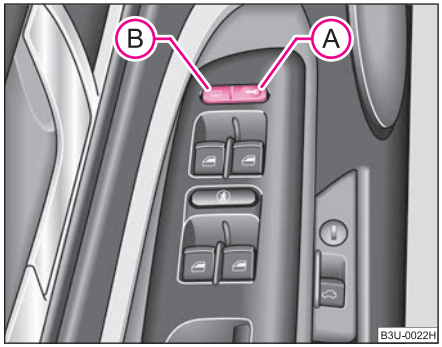

Fig. 24 Inner part of driver door: Buttons for central locking
– Press button (A) ⇒ page 43, fig. 24.
– Press button (B) ⇒ page 43, fig. 24. If the boot lid has been set to the permanent locking mode, it is then not unlocked ⇒ page 45 when the button (B) is pressed.
The following applies if you have locked your vehicle using the central locking system (A) ⇒ page 43, fig. 24: